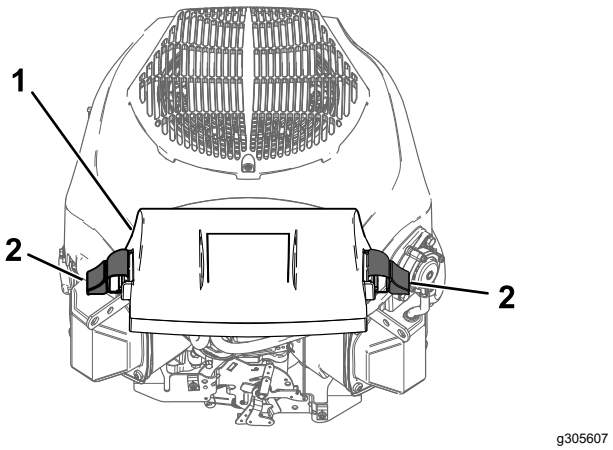

Figur 43
3. Monter dekselet, og fest det med låsene (Figur 43).